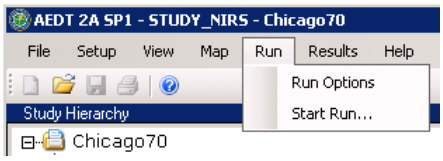
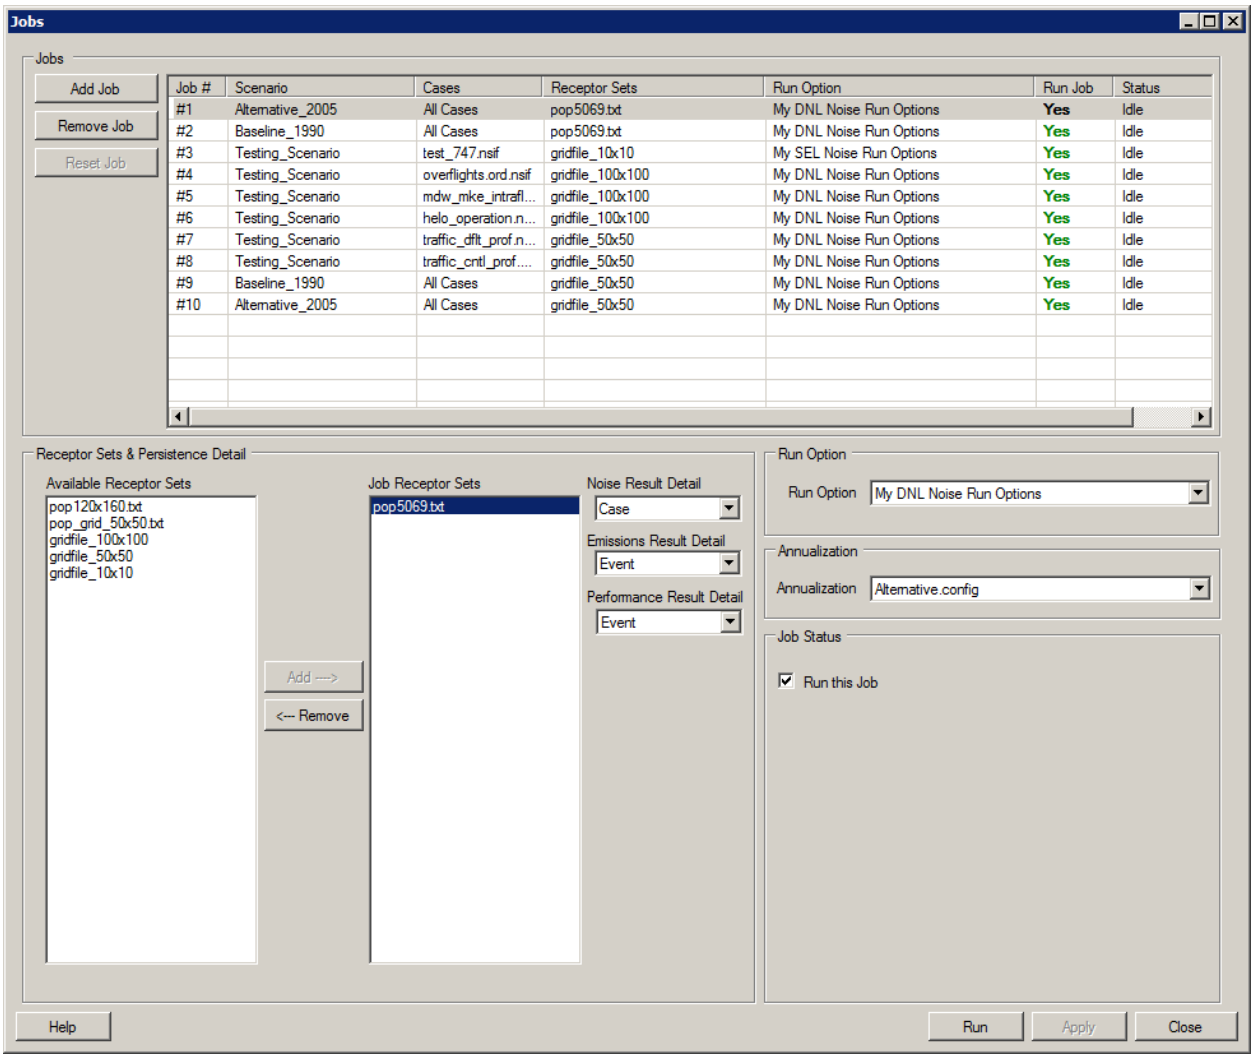

Figure 7-5 Run Menu
Figure 7-6 Jobs Dialog Box
1. From the *Run* menu, click *Start Run…* (Figure 7-5) to open the *Jobs* dialog box (Figure 7-6). The top of the *Jobs* dialog box provides summary information for each job in the study, including the job #, scenario name, cases, receptor sets, run option, run job (yes/no), and status. The user can modify job information upon selection of a particular Job.